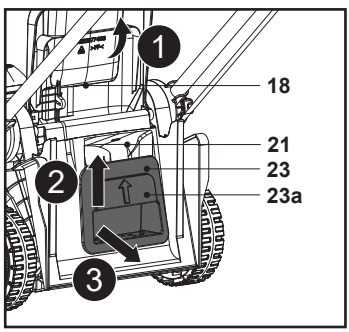

**Fig. 15**
8. Ridică mânerul încastrat (23a) și trage accesoriul de mărunțire (23) până îl scoți complet afară din jgheabul de evacuare spate (21) (fig. 15).